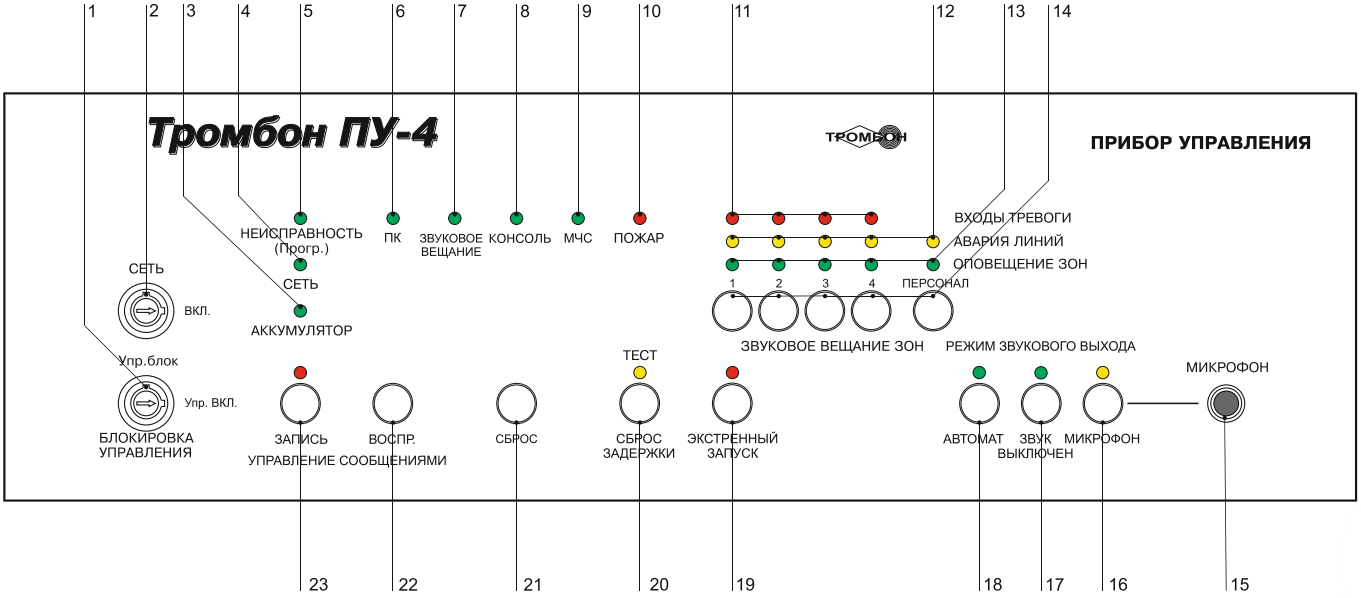

Рис. 1. Внешний вид ПУ «Тромбон ПУ-4» и расположение органов управления и индикации.
4. Любое другие значения сопротивления линии связи, воспринимаются прибором как авария линии связи с ППКП. На передней панели прибора зажигается индикатор аварии линий (рис. 1, поз. 12) соответствующий номеру неисправной линии и периодически издает звук зуммера.
Основной режим работы прибора. В этом режиме все реле прибора выключены, питание на усилитель мощности не подается. В «Дежурном режиме» прибор выполняет контроль входов пожарной сигнализации, входа МЧС и контроль линий связи с оповещателями. В «Дежурном режиме» работы на передней панели прибора горят индикаторы «Сеть», «Аккумулятор» и «Автомат» (рис. 1, поз. 4, 18).